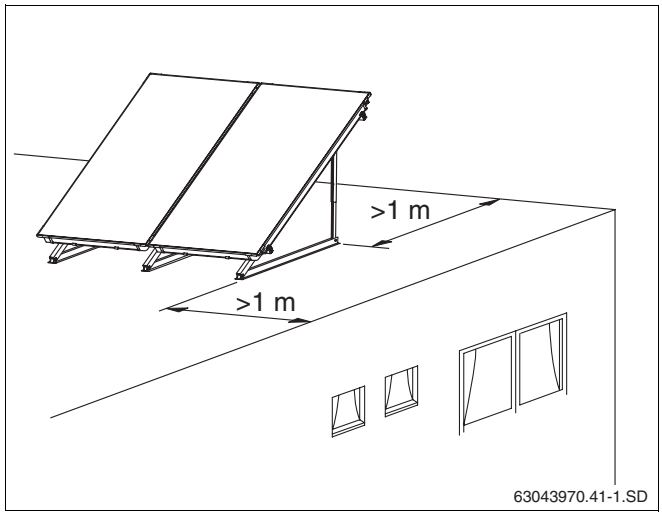

Afb. 15 Afstand tot de dakrand
- Let erop, dat u reeds voor de montage tussen de staanders op het plat dak en de rand van het plat dak een afstand van ten minste een meter voorziet (afb. 15).